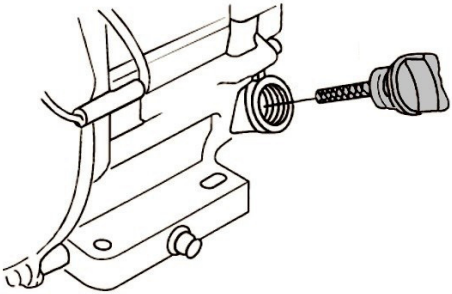

Рис. 17 Крышка-щуп маслозаливной горловины
2. Открутите крышку-щуп маслозаливной горловины и извлеките щуп (Рис. 17).
2. Выкрутите крышку-щуп маслозаливной горловины и извлеките щуп (Рис. 17).